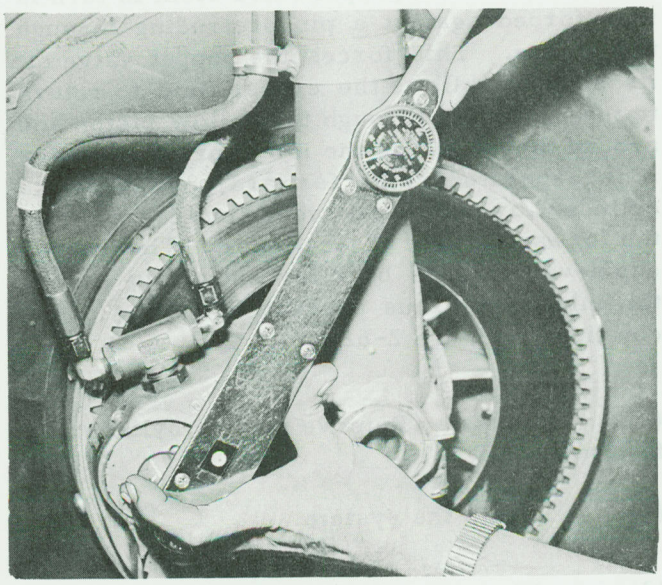

Figure 2-61 Brake Packing Nut Adjustment
(2) Install piston O-ring seal on piston.
(3) Lubricate cylinder walls of housing and contacting surfaces of piston assembly with hydraulic fluid, specification 3-GP-26a.
(4) Lubricate cylinder head seal groove with hydraulic fluid, specification 3-GP-26a. Install cylinder head O-ring seal and adjusting pin O-ring seal.
(5) For brakes whose adjusting nut requires torquing:
e. Push piston toward cylinder head as far as it will go. Draw up adjusting nut to 25 foot-pounds torque (Figure 2-61). Back off and re-torque several times to ensure proper seating of parts.